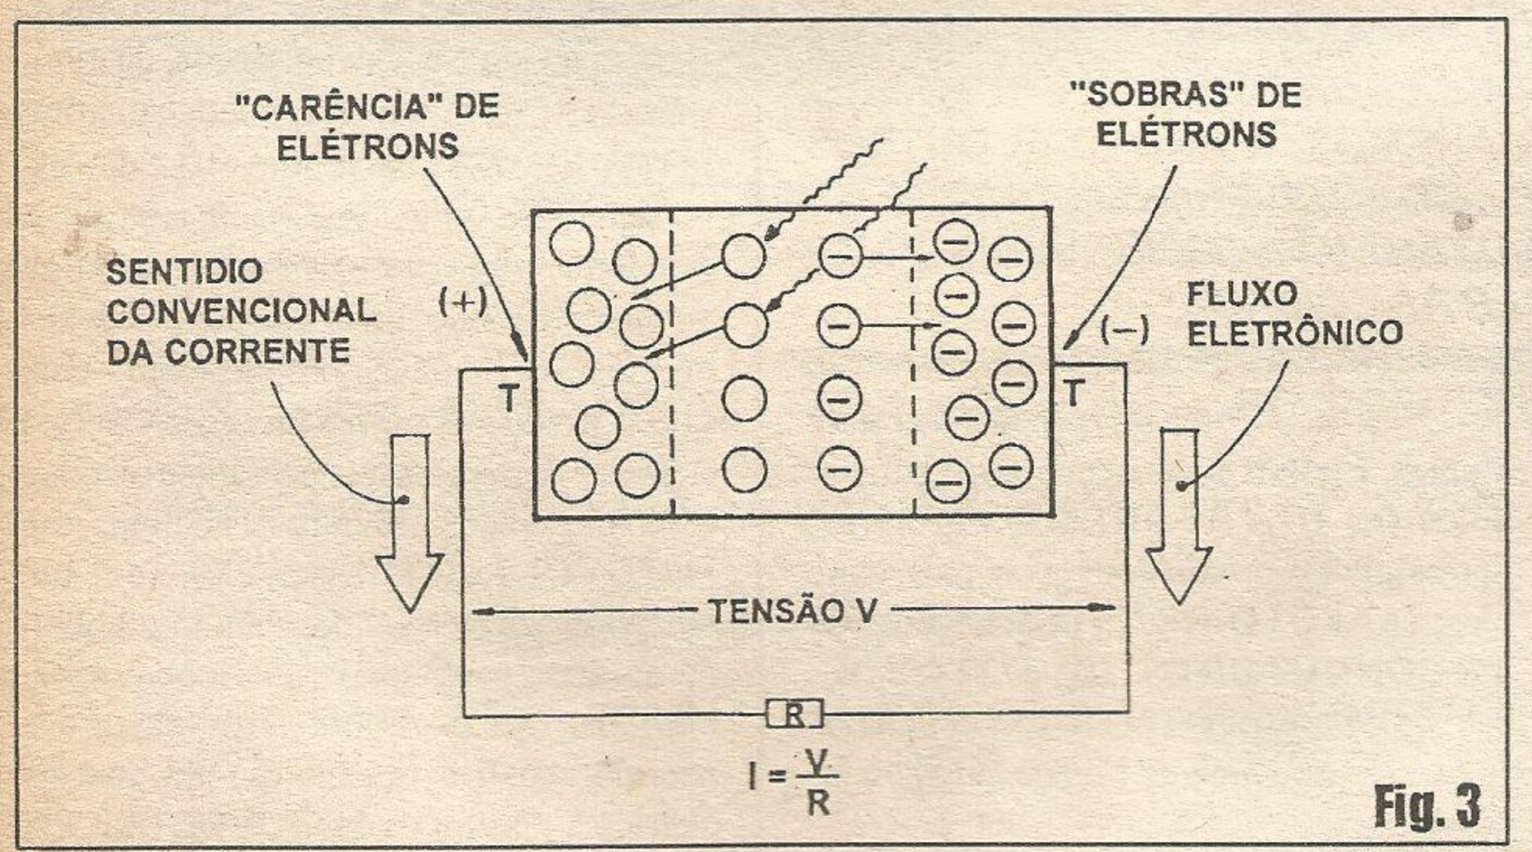

Fig. 3
**- FIG. 3 - A JUNÇÃO SEMICONDUTORA *RECEBENDO LUZ...* -** Se LUZ (energia) incidir sobre a região de deplexão (junção semicondutora estável - até o momento...), o seu equilíbrio elétrico é fortemente *abalado*! Isso ocorre porque cada *fóton* (que, para efeitos práticos e de explicação básica, pode ser considerado como uma *"partícula"* de luz...) que penetra na região, com grande energia, *rompe* uma combinação elétron/*buraco*, *carregando* eletricamente as regiões semicondutoras próximas aos terminais externos (T-T)! Nessa condição, manifestam-se *sobras* de elétrons de um lado, e *carências* de elétrons no outro (muitos *buracos* correspondem, eletricamente, a uma *falta* de elétrons, lembram-se...?). Assim, havendo *excesso* de um lado, e *alta* no outro, a carga **R** ligada entre os terminais T-T será submetida a uma *diferença de potencial*, ou *voltagem* (tensão), que no esqueminha simbolizamos por **V**... Obviamente, pelo que já aprendemos na distante ***primeira** AULA* do **ABCDE**, nesse caso uma *corrente* (determinada pela fórmula **I=V/R** , onde **R** é a resistência da carga...) se manifestará (se isso *não* ocorrer, Ohm - *o próprio* - se levantará do túmulo para nos dar uns *petelecos*...) através de **R**...! O que temos, então, é uma autêntica *geração* de energia elétrica, diretamente *traduzida* ou transformada da energia luminosa aplicada ao sistema...! Deu para perceber a *diferença* com relação aos FOTO-RESISTORES, como o LDR...?